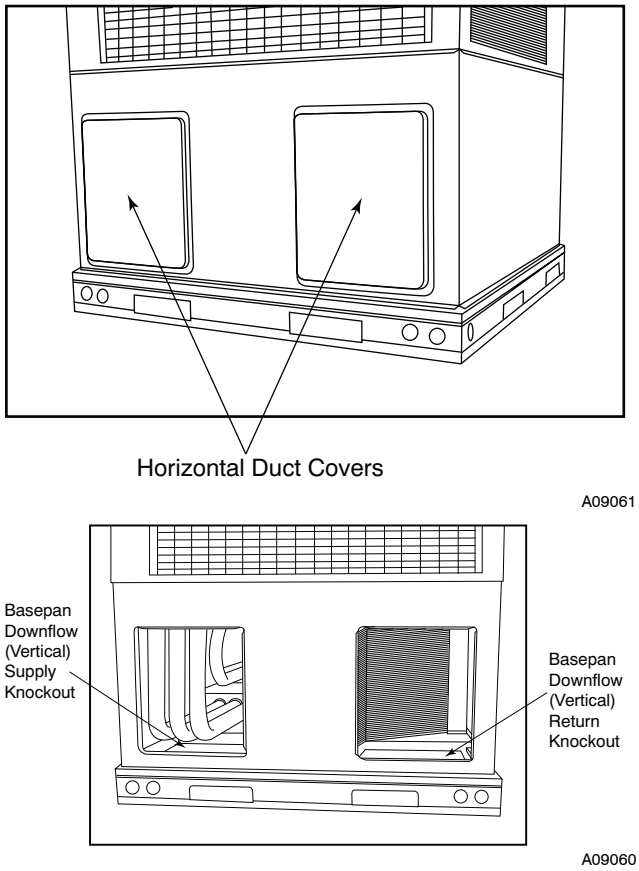

Fig. 9 - Supply and Return Duct Opening
The flue assembly is secured and shipped in the return air duct. Remove duct cover to locate the assembly (See Fig. 9).
2. Remove flue hood from shipping location (inside the return section of the blower compartment-see Fig. 9 & 10). Remove the return duct cover to locate the flue hood. Place flue hood assembly over flue panel. Orient screw holes in flue hood with holes in the flue panel.